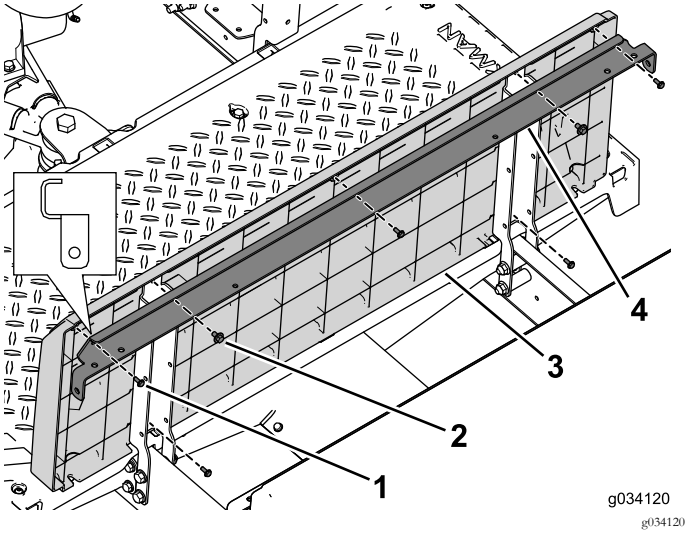

Figure 40
4. Utilisez les 2 ensembles boulon et rondelle (¼" x ½") pour fixer le support en équerre et le panneau de socle du siège sur les supports de siège gauche et droit (Figure 40).
5. Utilisez les 5 vis (nº 10 x ½") pour fixer le panneau arrière au renfort de siège et aux supports de siège (Figure 40).